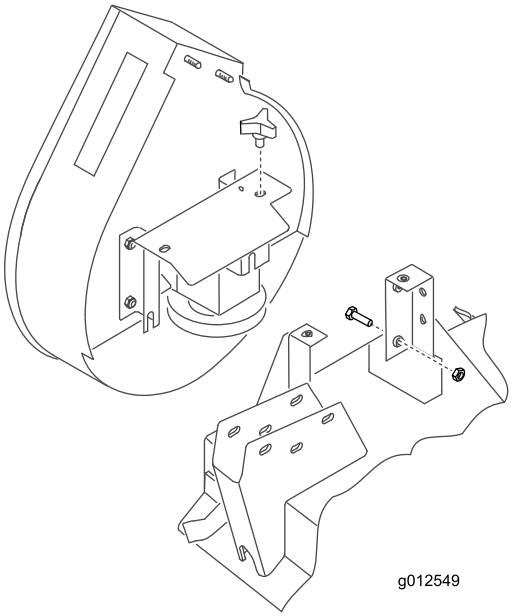

Figuur 21
2. Schuif de blazer op de uitlijnbouten van de montagebeugel (Figuur 21) terwijl u de riem rond de blazerpoelie legt.